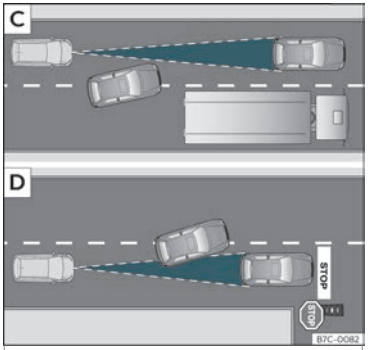

Abb. 155 C Fahrspurwechsel eines anderen Fahrzeugs. D Abbiegendes und weiteres stehendes Fahrzeug.
- Fahrzeuge, die in geringem Abstand auf die eigene Fahrspur wechseln››› **Abb. 155** C.
Es ist möglich, dass ACC nicht auf stehende Fahrzeuge reagiert. Wenn z. B. ein von ACC erfasstes Fahrzeug abbiegt oder ausschert und sich vor diesem Fahrzeug ein stehendes Fahrzeug befindet, reagiert ACC nicht auf das stehende Fahrzeug››› **Abb. 155** D.